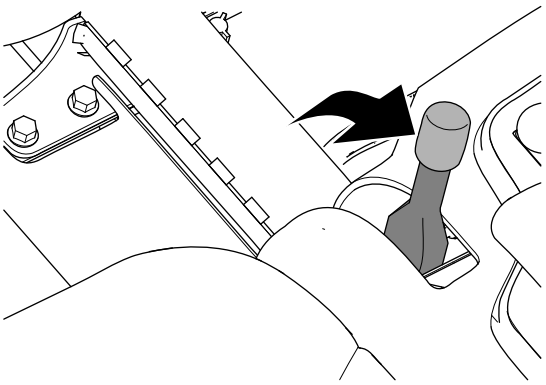

**Figur 32**
2. Koppla in parkeringsbromsen (Figur 32).